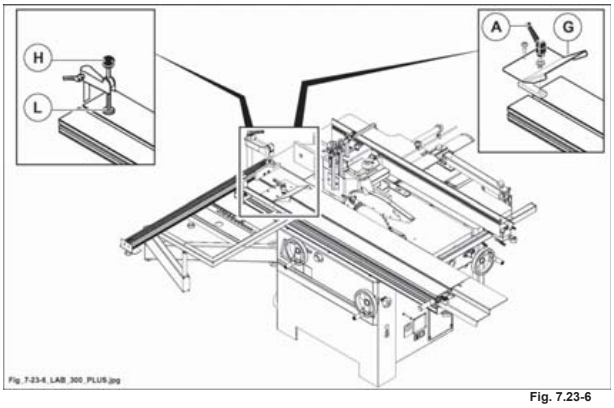

Fig. 7.23-6
- Con la leva (H fig. 7.23-6) far scendere il piedino (L fig. 7.23-6) per serrare il pezzo da lavorare.
- Portare la battuta (G fig. 7.23-6) nella posizione desiderata.
- Serrare a fondo la maniglia (A fig. 7.23-6) a regolazione ultimata.
la conformazione del dispositivo (G fig. 7.23-6) consente di effettuare battute di precisione anche di pezzi aventi una superficie di battuta non regolare.